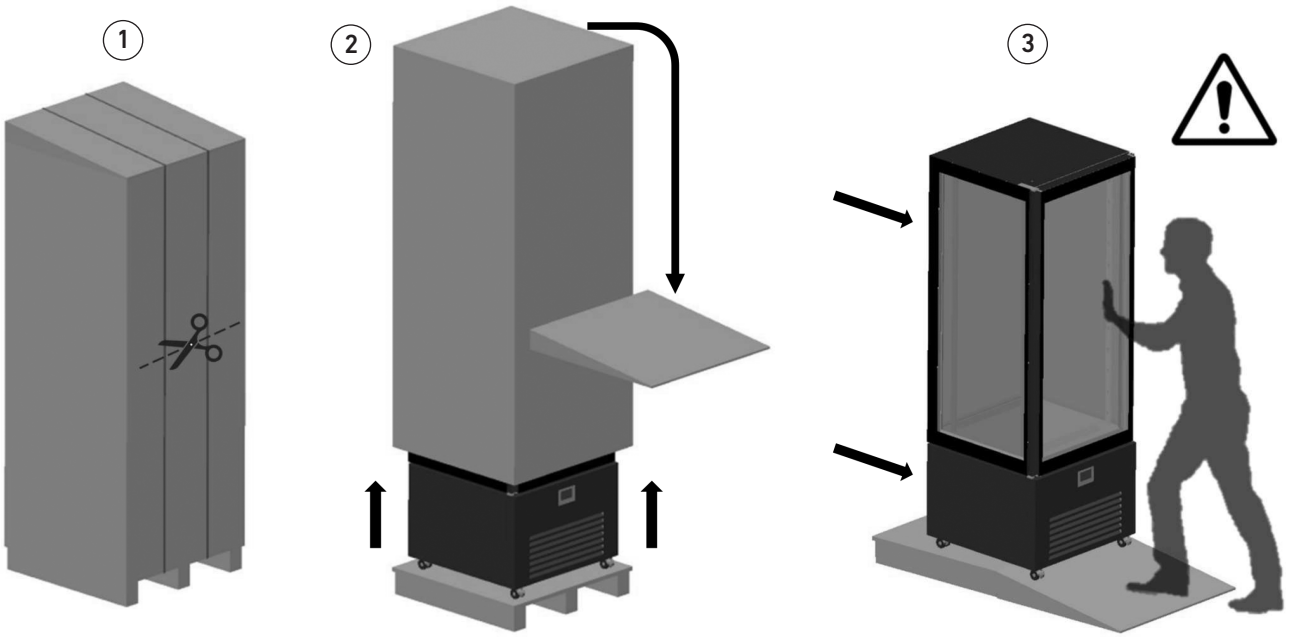

fig. 11
- Retirer l'emballage et les systèmes de retenue (sangles, câbles, bandes, etc.) (fig. 11, détail 1).
- Descendre l'équipement en l'accompagnant très lentement le long de la plateforme afin d'assurer un bon équilibre (fig. 11 détail 3). Nous recommandons que cette opération soit effectuée par deux personnes.